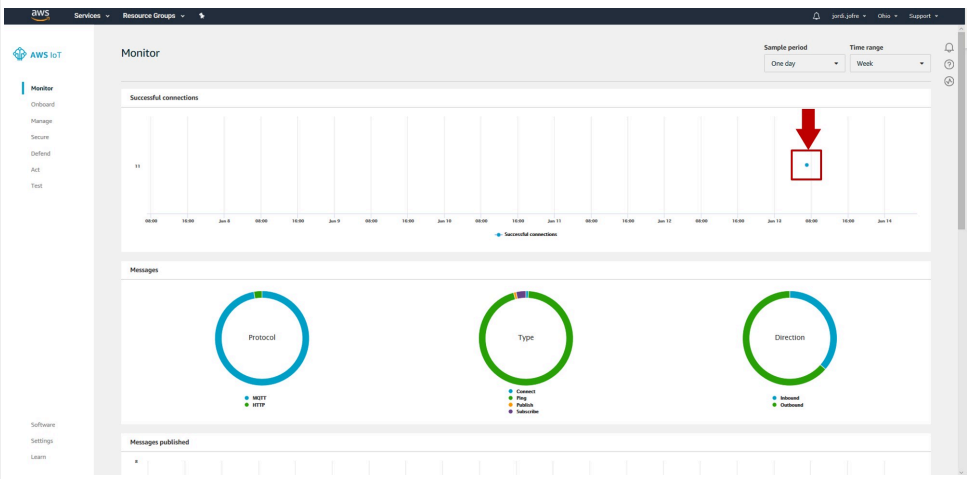

Figure 51. Device connection to AWS - dashboard
b. Checking the last time the device was seen in the AWS dashboard as shown in Figure 51.